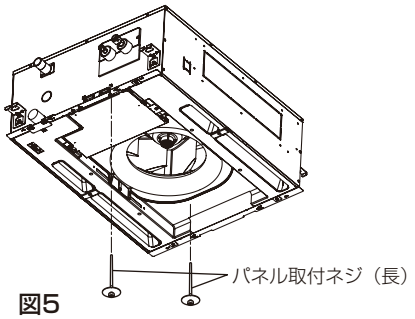
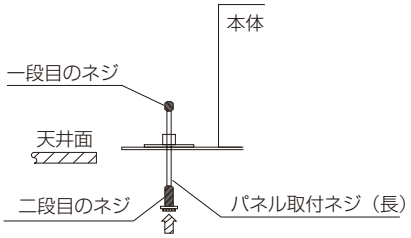

図5
図6
1. 化粧パネルを取付ける前に、パネル取付ネジ（長）2本を図5の位置に対角で仮止めしてください。（図6のとおりパネル取付ネジ（長）の一段目のネジ部がユニット本体のナットを通抜ける位置までねじ込みます。）